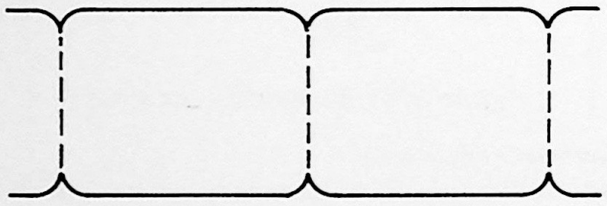

Figure 35. Head Balance
3. Adjust mix control (R575) for equal head output as illustrated in Figure 35.